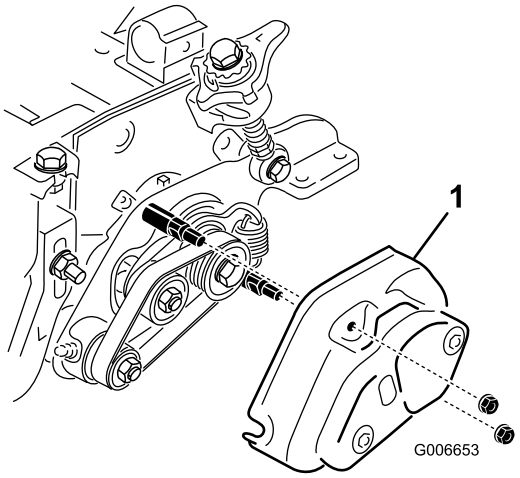

Figur 13
24. Montera trimsatskåpan och fäst den med två 5/16 tums flänsmuttrar (Figur 13).